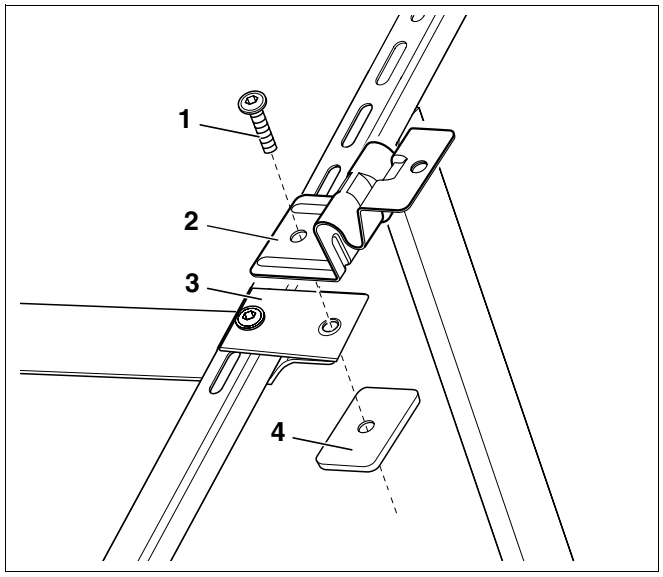

Afb. 38 Zijdelingse collectorhouder vastschroeven
- Schroef de zijdelingse collectorhouders (afb. 38, **pos. 2**) en de afstandsbanden (afb. 38, **pos. 3**) met behulp van draadplaten (afb. 38, **pos. 4**) vast.